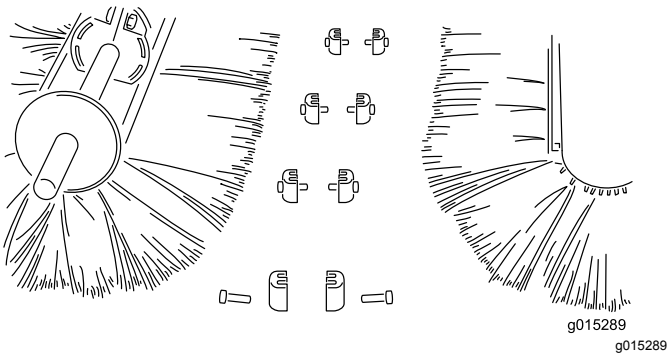

Figura 30
4. Separate le metà della spazzola e scartate la/le sezione/i danneggiata/e (Figura 30).